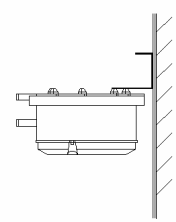

图 3
- 只能图 3 方式安装时（不推荐此方式安装），开关值约小于刻度指示值 10Pa。